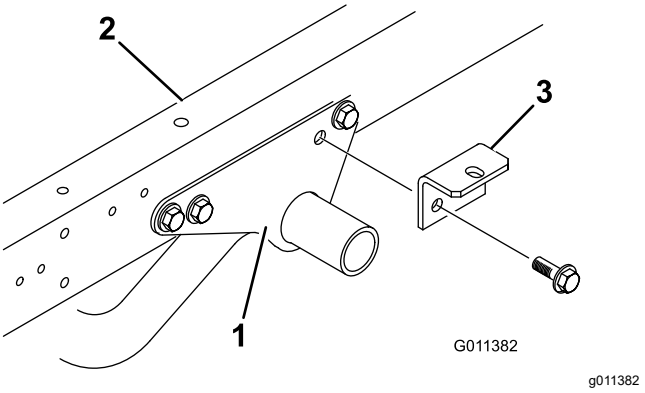

Figuur 5
1. Verwijder de 2 inbusbouten met flenskop en flensborgmoeren waarmee de achterkant van de montagebeugels van het motorframe aan de zijkant van elk frame van het Workman voertuig zijn bevestigd (Figuur 5).
2. Monteer losjes een werktuigbeugel op de montagebeugels van het motorframe en het frame van het Workman voertuig; gebruik 2 inbusbouten met flens en flensborgmoeren die u eerder hebt verwijderd in stap 1 (Figuur 5).